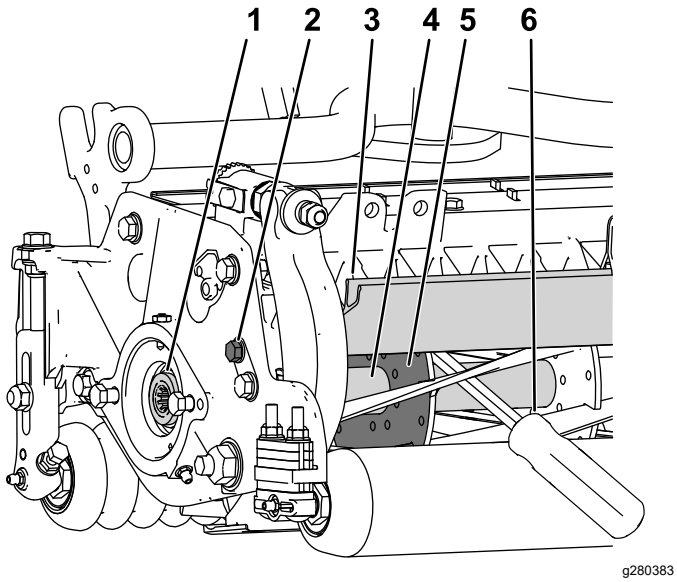

Figur 28
1. Løsn bolten på afskærmningen på venstre side af klippeenheden, og hæv den bagerste afskærmning (Figur 28).
2. Sæt en langskaftet løftestang (anbefalet ⅜" x 12" med skruetrækkerhåndtag) gennem knivcylinderens bagende tættest på den side af klippeenheden, som du skal tilspænde (Figur 28).
3. Anbring løftestangen mod knivcylinderstøtteplade-dens svejseside (Figur 28).